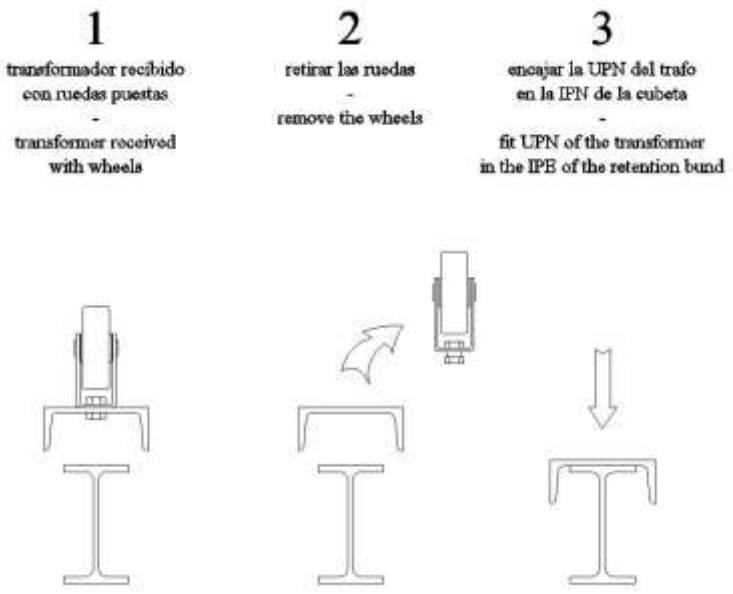

Figura 13. Recomendación de instalación en perfil IPN.
- Todos los cables y conectores acodados deben estar correctamente conectados y amarrados a soportes adecuados o a los muros para evitar que se ejerzan esfuerzos sobre los aisladores del transformador (como indica la figura 13), ya que se podrían producir fugas de líquido o en caso extremo rotura de los aisladores.